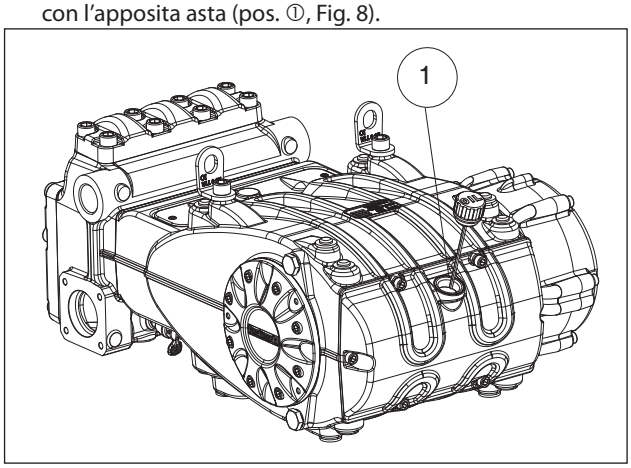

Fig. 8
5. L'olio nel carter pompa sia al livello previsto verificandolo con l'apposita asta (pos. ①, Fig. 8).